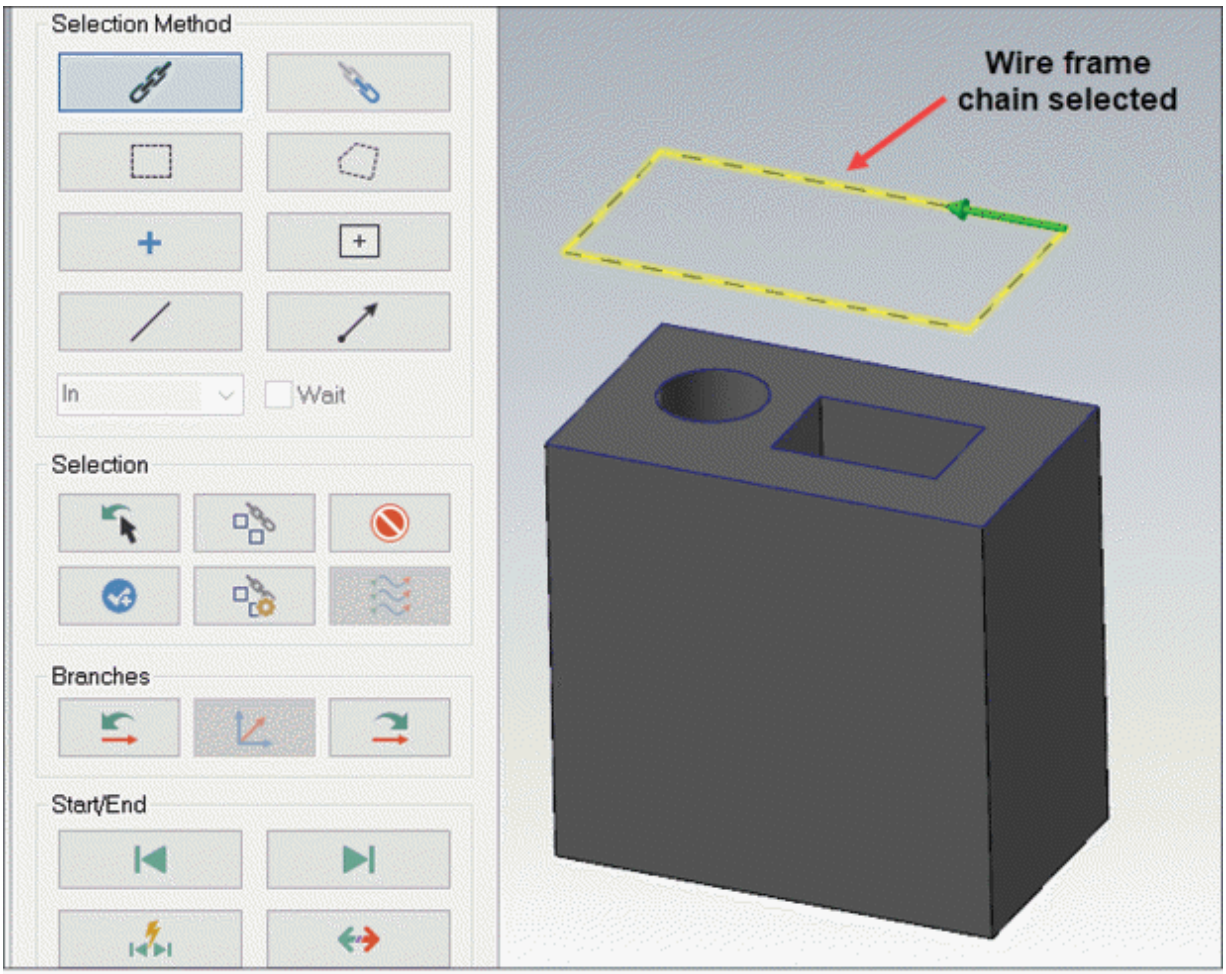

Figure-32. Wireframe chain selected
- Select the wireframe chain of curves; refer to Figure-32 and click on the **OK** button from the selection box. The **Solid Selection** dialog box will be displayed.